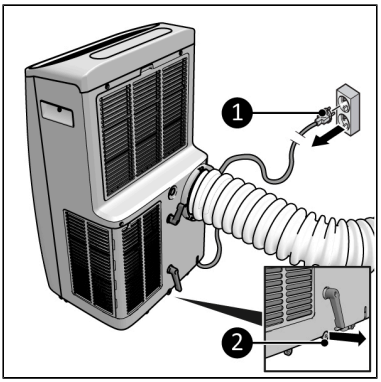

Figure 68.
1. Assurez-vous que l'appareil est éteint et que la fiche est retirée de la prise de courant (Figure 68, pos. 2).
2. Retirez le bouchon du point d'évacuation d'eau (Figure 68, pos. 2) et déversez le contenu du réservoir dans un récipient ou une évacuation.